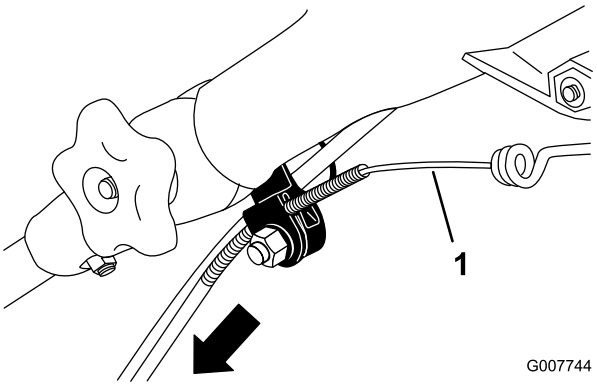

Figuur 45
3. Trek de kabelmantel naar beneden tot de speling in de blootgelegde kabel weg is (Figuur 45).